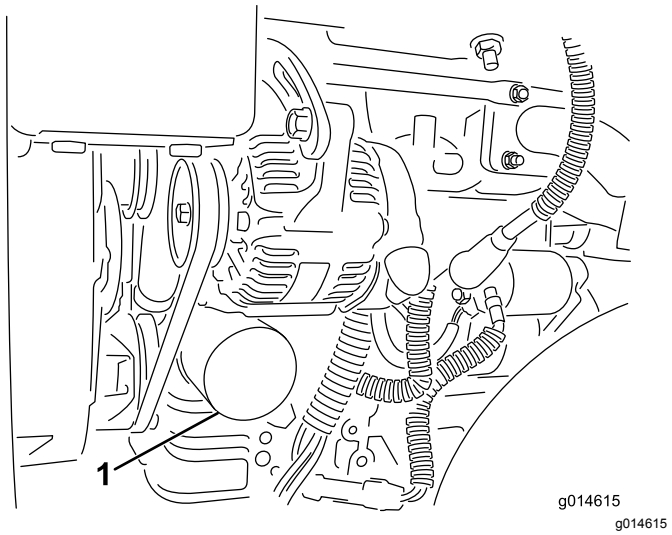

Figur 40
2. Fjern oliefilteret (Figur 40). Påfør et let lag ren olie på den nye filterpakning.